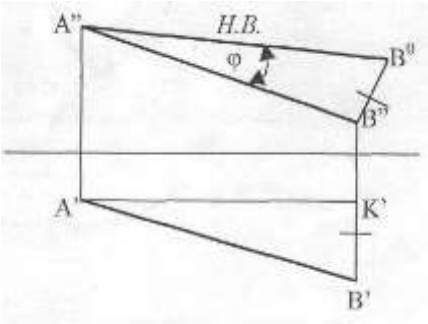

Рис.5
4. Отрезок $A''B^0$ и является натуральной величиной (Рис.5).